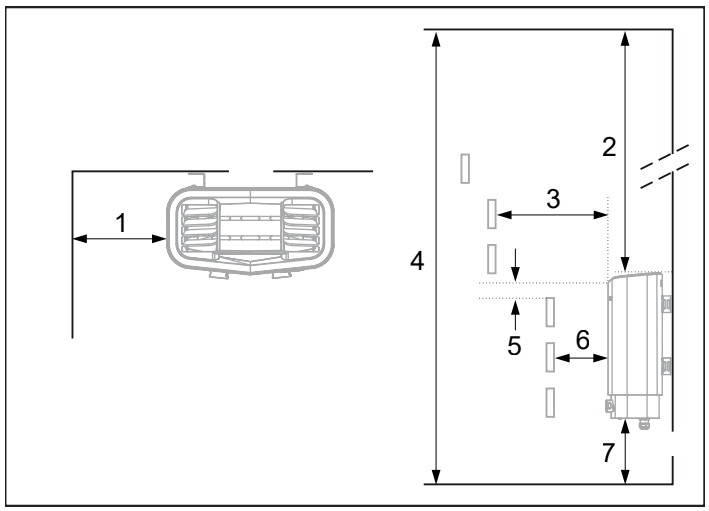

Рис. 2: Размещение нагревателя - обычная установка
- на безопасном расстоянии от пола, боковых стен и элементов интерьера (см. рис. 2).